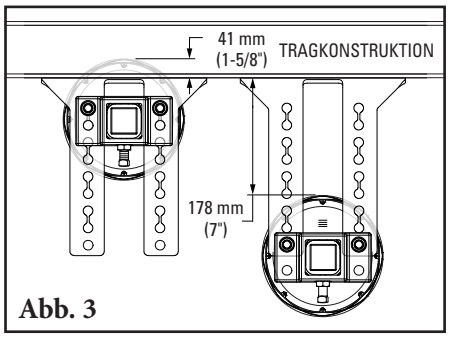

Abb. 3
3. **Montagewinkel ansetzen.** Kann an vorhandenen Befestigungslöchern der Tragrolle montiert werden. Der maximale Einstellbereich an den Winkeln ist 41 mm (1-5/8") über der oberen Kante oder 178 mm (7") unter der oberen Kante (Abb. 3)